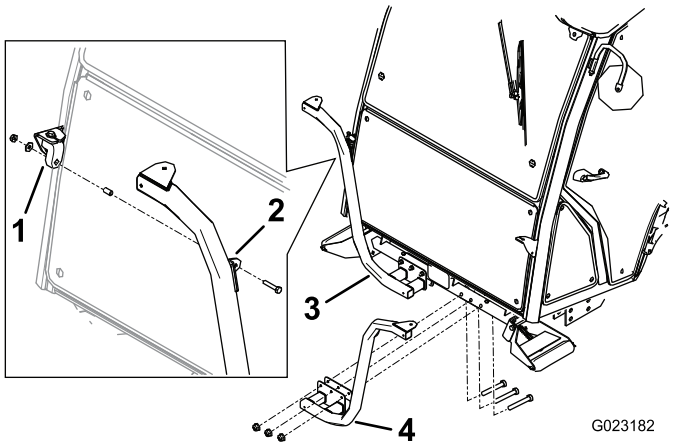

Figure 13
2. Loosely install the left and right headlight brackets to the front of the roller-support tube with 6 bolts (3/8 x 2-1/2 inches) and flange nuts (3/8 inch). Position the brackets as shown in Figure 13.